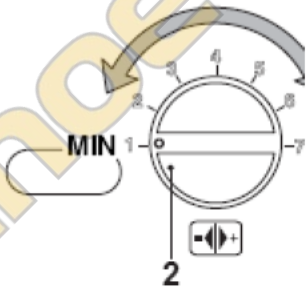

рис. 9.15
• Тепловая мощность отопления может меняться с помощью ручки 2, см. рис. 9.15.